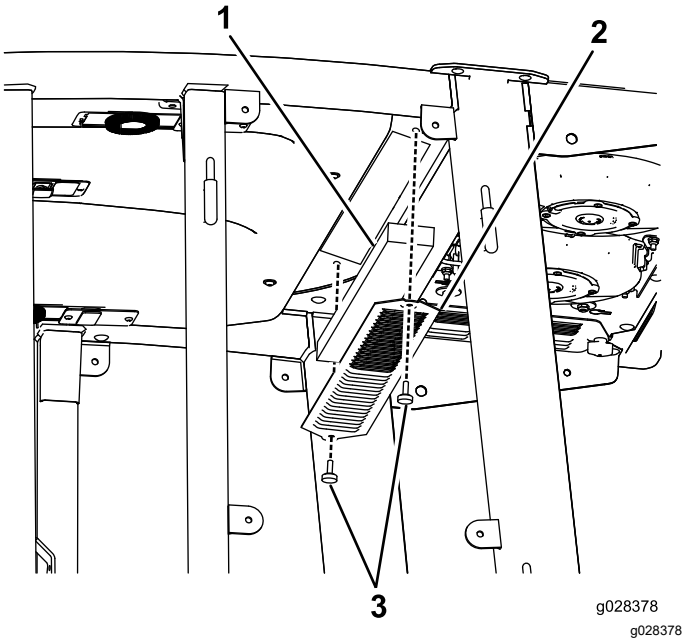

Figur 138
3. Ta bort hyttaket genom att avlägsna de 22 bultar som håller taket på plats (Figur 138).
4. Ta bort luftfiltren (Figur 138).
5. Ta bort och rengör luftkonditioneringsspolarna (Figur 138).